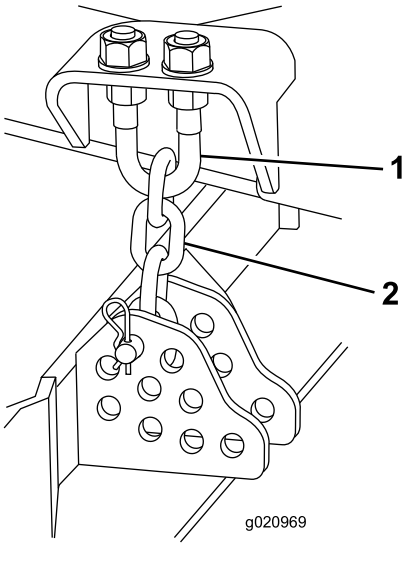

Figur 122
4. Ta bort den hårnålssprint och sprintbult som håller fast klipphöjdskedjorna på klippenhetens bakre del (Figur 122).